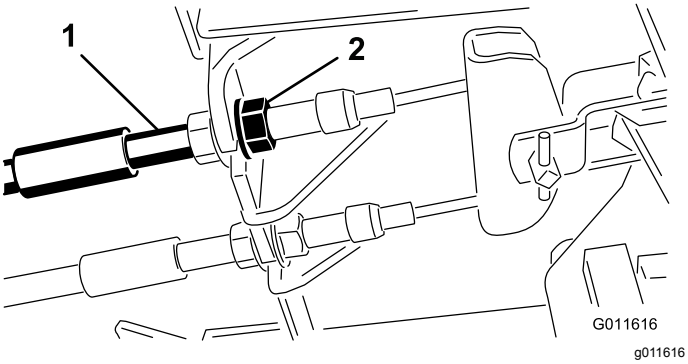

Figur 61
1. Dra åt bromsarna genom att lossa den främre muttern på bromskabelns gängade ände för att minska bromspedalernas spel (Figur 61).